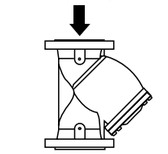

рис. 1
- НА ВЕРТИКАЛЬНОМ трубопроводе фильтр устанавливается при движении потока сверху вниз (рис. 1).